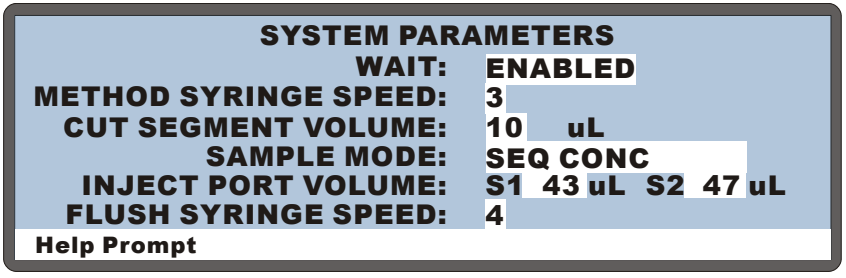

Figure 3-30. System Parameters Screen: Sequential Concentrate Mode
4. Follow the instructions in Section 3.6.10 to set up a concentrate injection, except select **SEQUENTIAL CONCENTRATE** in the **SAMPLE MODE** field on the **SYSTEM PARAMETERS** screen (see Figure 3-30).